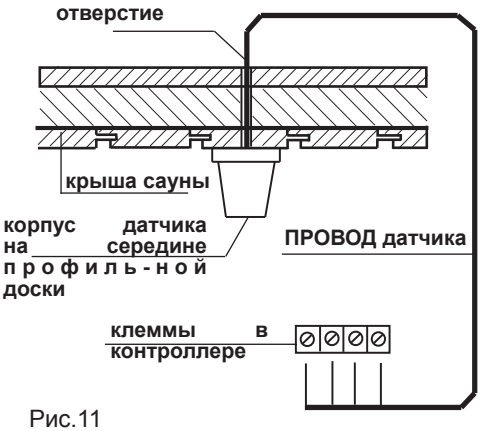

Рис.11
3. Протяните кабель через просверленное отверстие и подключите провод датчика согласно Рис. 11
4. Зажмите провода для ограничителя (белые) и для температурного датчика (красные) на плате датчика в соответствии с рис. 11; затем вставьте плату датчика в корпус до зацепления.